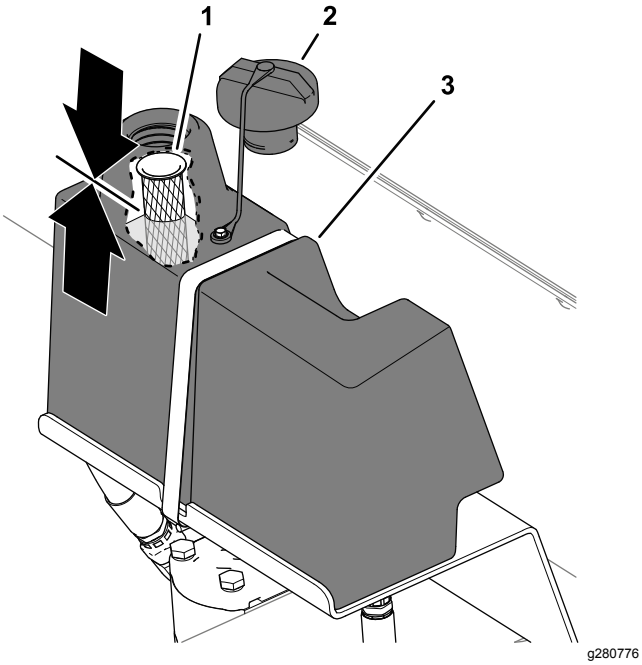

Figur 35
2. Rengör området runt påfyllningsröret och hydraultankens lock och avlägsna locket (Figur 35).
Vätskenivån i påfyllningsröret ska vara halvvägs upp på skärmen (Figur 35).
5. Sätt tillbaka locket på hydraultanken (Figur 35).
5. Rengör området omkring påfyllningsröret och hydraultankens lock samt avlägsna locket. Se Figur 35 i Kontrollera hydraulvätskenivån (sida 27).
8. Montera hydraultankens lock. Se Figur 35 i Kontrollera hydraulvätskenivån (sida 27).